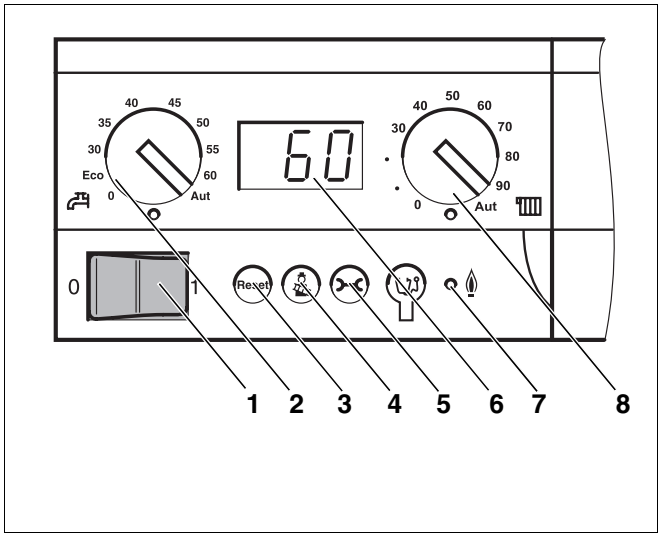

Abb. 39 Basiscontroller Logamatic BC10
- Drehknopf für „maximale Kesseltemperatur“ (Abb. 39, **Pos. 8**) und Drehknopf für „Warmwasser-Sollwert“ (Abb. 39, **Pos. 2**) auf 0 stellen.
- Betriebsschalter (Abb. 39, **Pos. 1**) am Basiscontroller auf Position „1“ stellen.
Die gesamte Heizungsanlage wird eingeschaltet. Bei der Erstinbetriebnahme blinkt kurz „-“ im Display (Abb. 39, **Pos. 6**) auf, bevor direkt anschließend die Störmeldung „6Y“ auf dem Display erscheint. Die Störmeldung „6Y“ erscheint, da der Brenner in Störstellung ausgeliefert wird.
- Taste „Reset“ am BC10 drücken. Die Statusanzeige am BC10 leuchtet und im Display (Abb. 39, **Pos. 6**) wird die aktuelle Kesselwassertemperatur in ° C angezeigt.